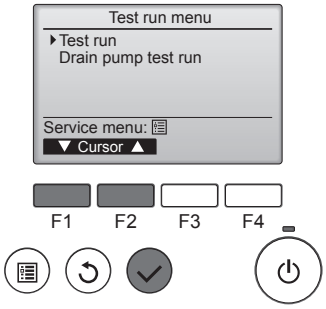

Fig. 8-2
② Seleccione “Test run” (Modo prueba) desde el menú Modo prueba, y pulse el botón [ACEPTAR]. (Fig. 8-2)
③ Se inicia la prueba de funcionamiento, y se visualiza la pantalla Prueba de funcionamiento.